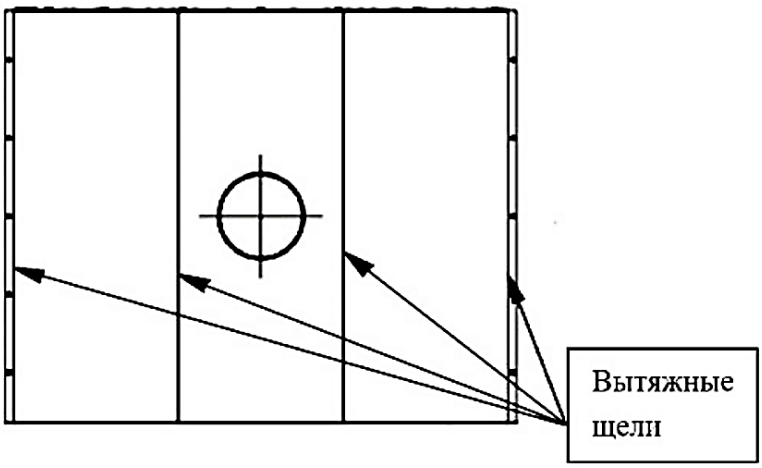

Рисунок 3
1.4.4 Для эффективного удаления дыма и оптимизации воздушного потока, в конструкции зонта предусмотрены вытяжные щели, расположенные по длине зонта в 4 ряда. Ширина щелей 17 мм (рисунок 3).